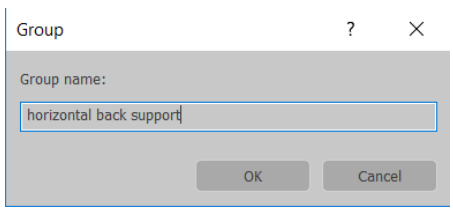

Figure 2-73 *The **Group** dialog box*
3. In the **Group name** text box, enter **horizontal back support**, as shown in Figure 2-73 and then choose the **OK** button; all the horizontal back supports are grouped together.